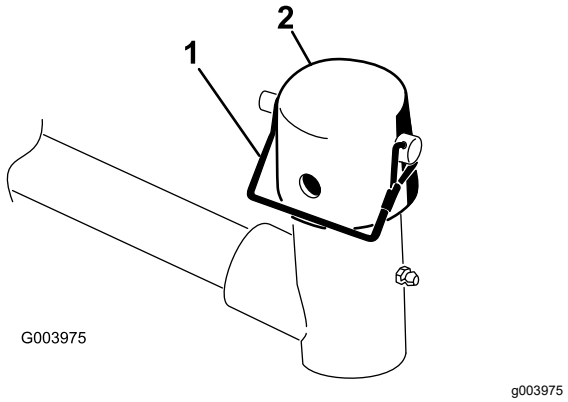

Figuur 3
3. Verwijder aan de hefarmen van de maai-eenheid de lynchpen waarmee het kapje bevestigd is aan het juk van het draaipunt van de hefarm (Figuur 3).